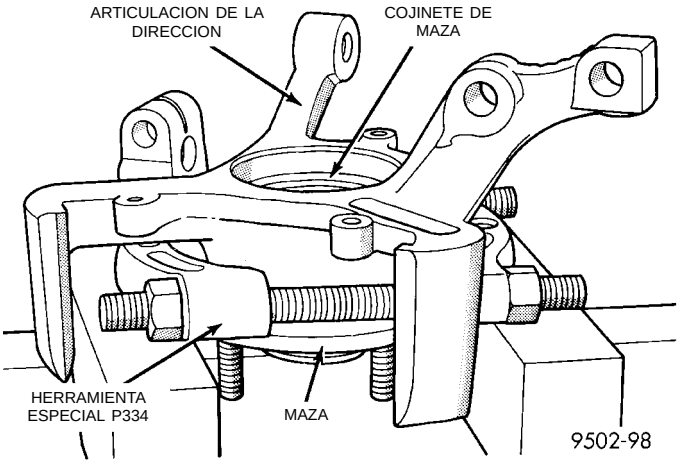

Fig. 45 Apoyo de la articulación de la dirección para el desmontaje de la maza
(2) Instale el Hendedor de cojinetes, Herramienta especial P334 en la articulación de la dirección y el conjunto de maza/cojinete como se muestra en (Fig. 45) para sostener la articulación de la dirección mientras extrae la maza.
(3) Coloque la articulación de la dirección y la maza y el cojinete en una prensa para ejes apoyada sobre el Hendedor de cojinetes, Herramienta especial P334 como lo muestra la (Fig. 45).